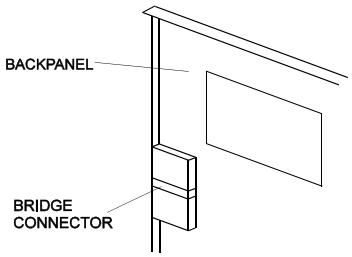

Fig. 7
10. A bridge connector is supplied at the left hand side of the unit attached to the back panel with an edge clip, (Fig. 7). Fit the insulation boots to the female in-line terminals on the heater element flying leads and insert into any two of the vacant bridge connector terminals. Discard the in-line terminal.